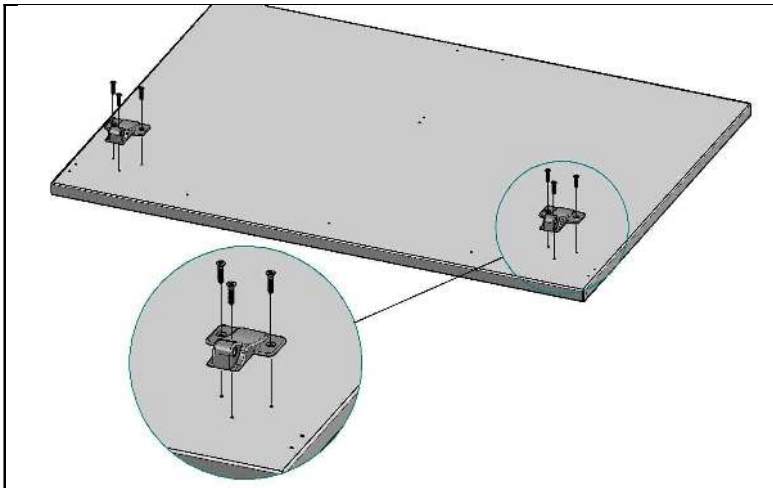

Рис. 10
4.4.1. На столешницу (поз. 4) прикрутить кронштейн шарнира (поз. 1, пакет № 30) при помощи саморезов с потайголовкой 4х16 (поз. 2, пакет № 30). (См. рис. 10)